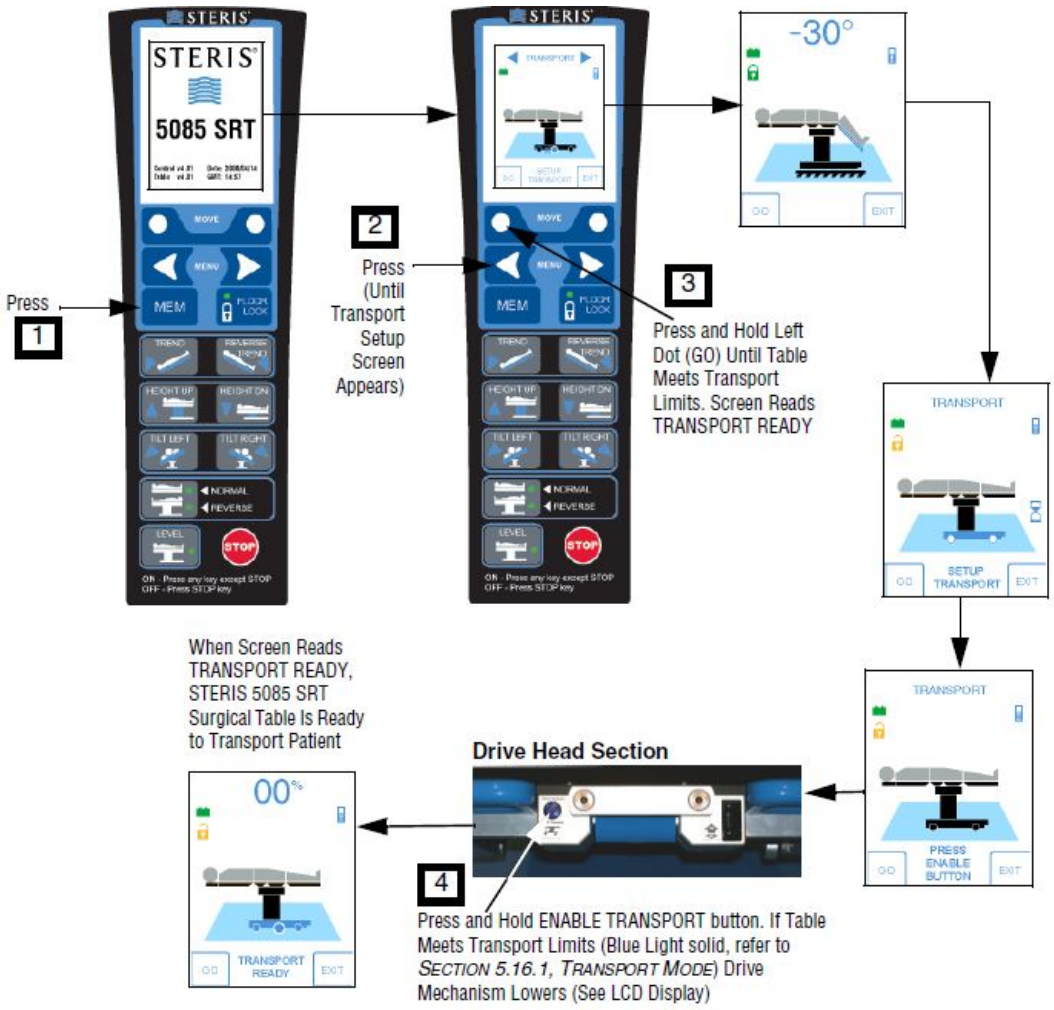
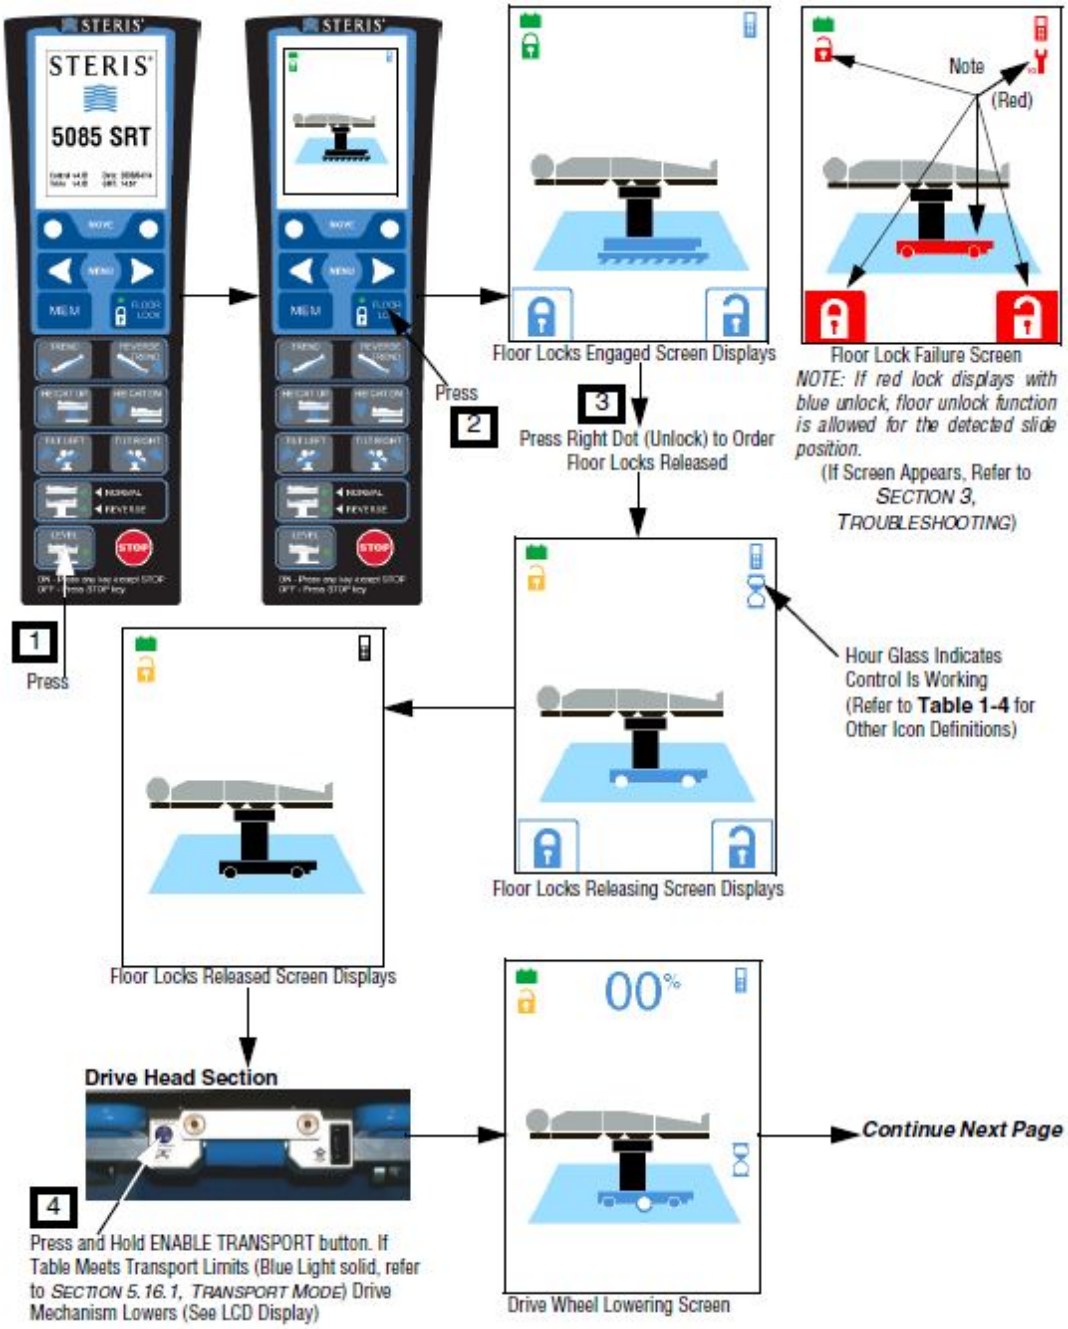

Figure 5-1. Patient Transport, Automatic Mode
Figure 5-2. Patient Transport, Manual Mode (Part 1 of 2)
7. **Transport patient as shown in *Figure 5-1* (Automatic Mode) or *Figure 5-2* (Manual Mode).**